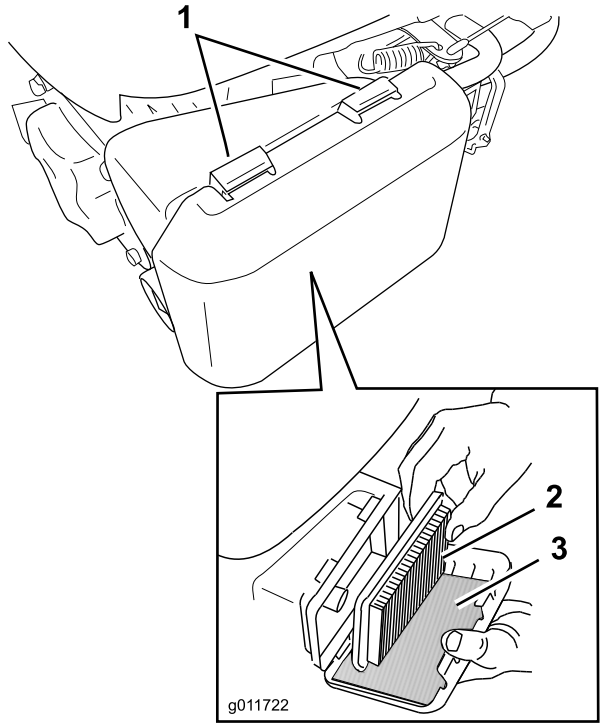

Figur 28
1. Tryck ned spärrhakarna på luftrenarkåpan (Figur 28).
3. Ta bort pappersluftfiltret och skumförfiltret (Figur 28).